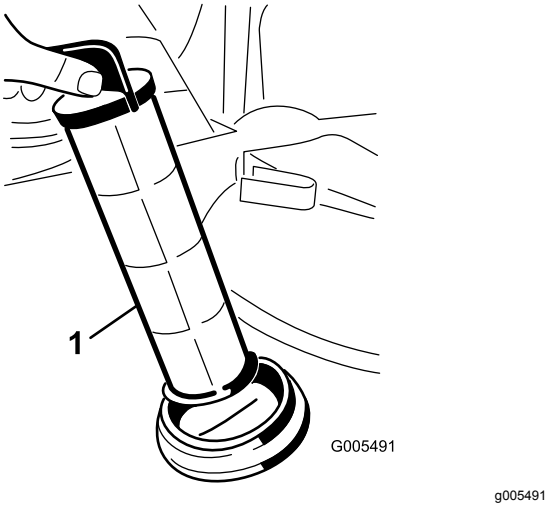

Figur 17
4. Dra ut sugfiltret ur filterkåpan i tanken (Figur 17).